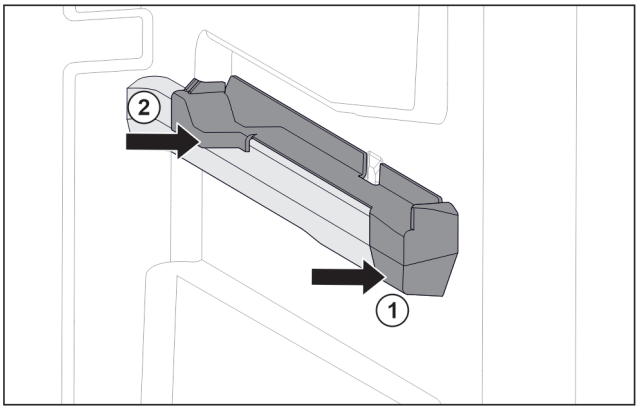

Fig. 151 Piesă de fixare pe nervura din dreapta a recipientului
▶ Așezați piesa de fixare în față pe nervura recipientului. *Fig. 151 (1)*
▶ Apăsați piesa de fixare spre spate. *Fig. 151 (2)*